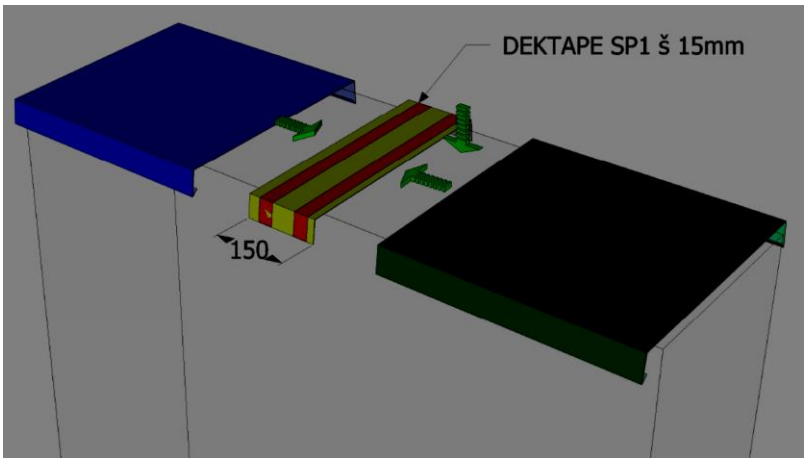

Abb.32
b) Die Dehnungsverbindung der Attika ist mittels Unterlage-Bleches von etwa 150 mm Länge durchzuführen, das zwischen zusammengefügten Attika einzuschieben ist. Das Unterlage-Blech soll dieselbe Farbe wie die zusammengefügten Attika haben. Vor den eigenen Verbindungen sollte in zwei Stellen auf das Unterlage-Blech ein Butylkautschuk-Band gelegt werden (z.B. Dektape SP1) - siehe Abb. 32. Nach Einschieben zum Unterlage-Blech sollte zwischen Attika eine 10mm breite Dehnungsfuge bleiben, dann ist es mit dem Unterlage-Blech zu nieten, allerdings nur bei einer der Attika, die andere soll frei bleiben. Die Dehnungsverbindung ist höchstens nach allen 9 m der Attika-Länge durchzuführen.